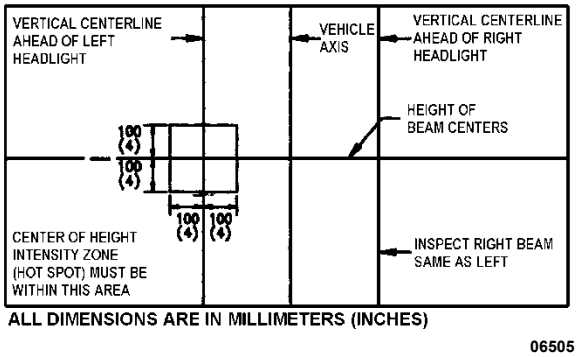

FIGURE 105: AIM INSPECTION LIMITS FOR UPPER-BEAM HEADLAMPS
6. The inspection limits for high-beam headlamps shall be with the center of the high-intensity zone from 10 cm (4 in) up to 10 cm (4 in) down; and, from 10 cm (4 in) left to 10 cm (4 in) right on a screen at 7.6 m (25 ft) (Figure 105).